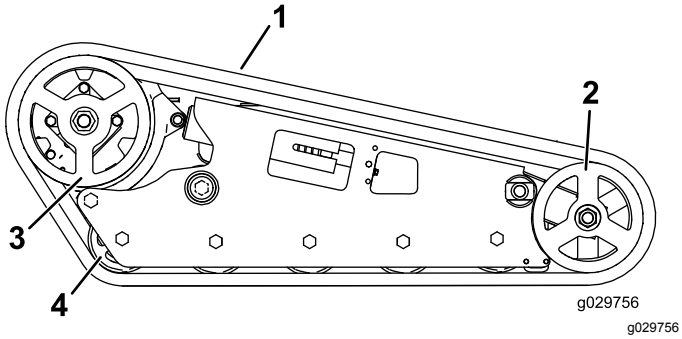

**Rysunek 57**
***Ważne:*** **Pamiętaj o dokładnym oczyszczeniu kół jezdnych, koła przedniego oraz koła napędowego (Rysunek 57). Po oczyszczeniu koła jezdne powinny swobodnie się obracać.**